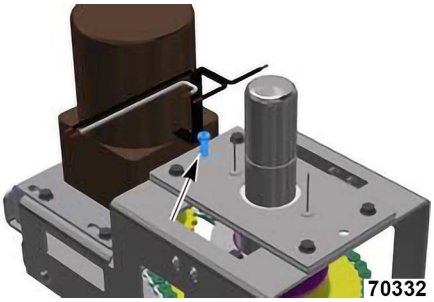

Fig. 72
C. At the top of rack shaft, remove mounting screw (Fig. 72) for rotation motor capacitor.